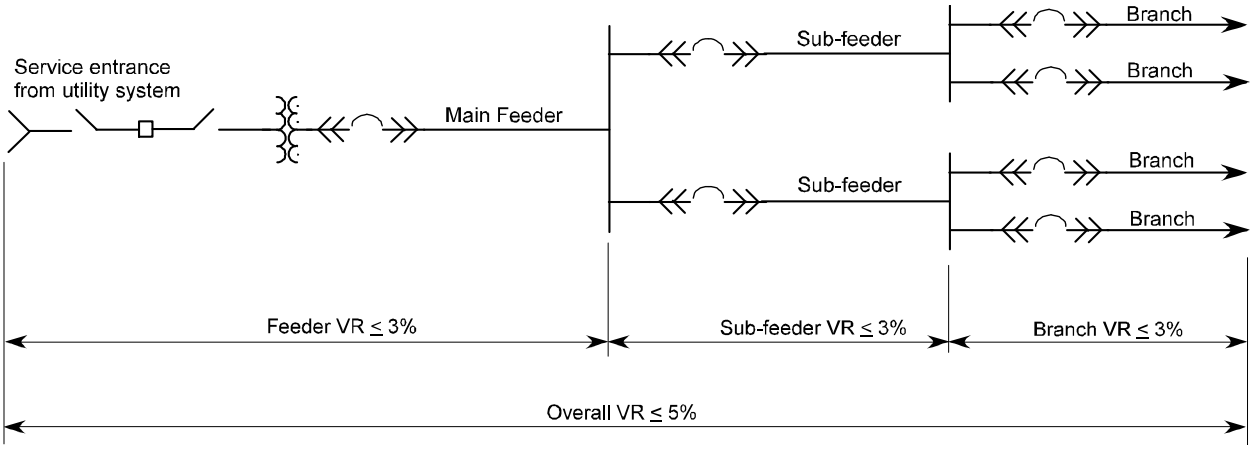

Figure 19.6 Voltage Regulation Relationships
In ECE370 we saw that voltage regulation (VR) is the percent change in voltage that occurs when a loaded circuit is unloaded. The NEC recommends that VR be limited to 3% on any branch or feeder and that the overall VR from the service entrance to any service outlet be limited to 5%. This is shown diagrammatically in figure 19.6.